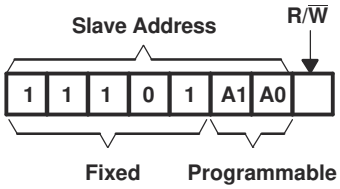
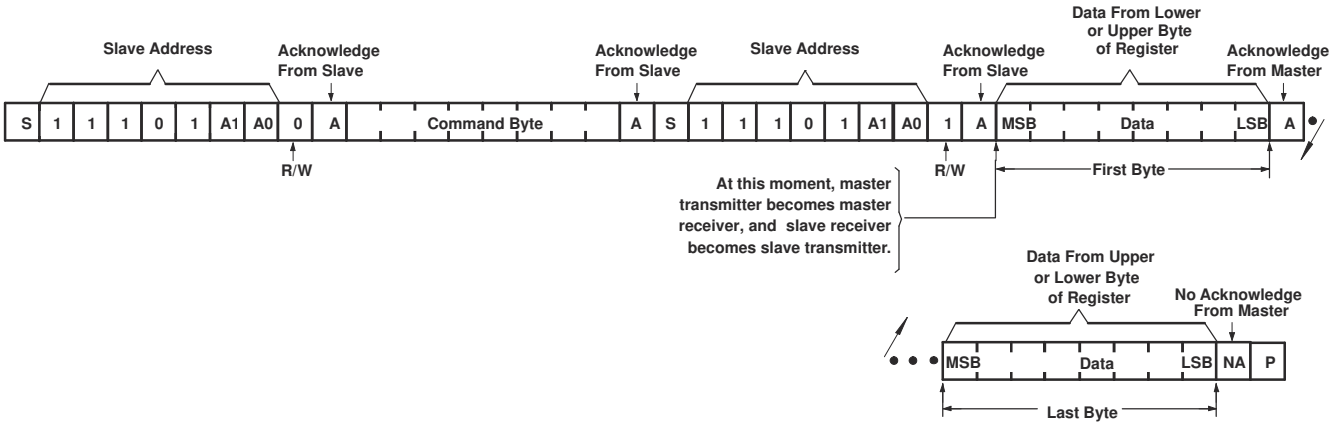

Figure 8-6. Pca9539 Address
Figure 8-10. Read From Register
Figure 8-6 shows the address byte of the PCA9539.
Data is transmitted to the PCA9539 by sending the device address and setting the least-significant bit to a logic 0 (see Figure 8-6 for device address). The command byte is sent after the address and determines which register receives the data that follows the command byte.
The bus master first must send the PCA9539 address with the least-significant bit set to a logic 0 (see Figure 8-6 for device address). The command byte is sent after the address and determines which register is accessed. After a restart, the device address is sent again, but this time, the least-significant bit is set to a logic 1. Data from the register defined by the command byte then is sent by the PCA9539 (see Figure 8-10 through Figure 8-12).
B. This figure eliminates the command byte transfer, a restart, and slave address call between the initial slave address call and actual data transfer from the P port (see Figure 8-10 for these details).